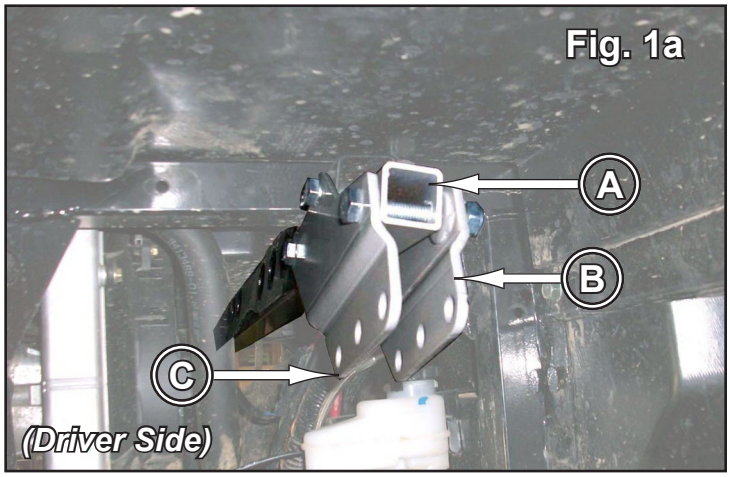

Fig. 1a
3. Reinstall Boot with 10-7/8” Lg. Wire Tie. See Fig. 1a.